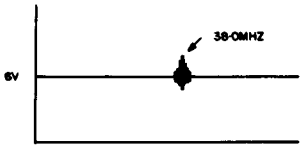

Figure 4
(2) Adjust the Gain Control Knob of Alignment Scope so that Beat Output may become proper as shown in figure 4.
(3) Adjust L115 so that Beat Waveform and Marker point (38.0MHz) may be on the same location as shown in figure 4.